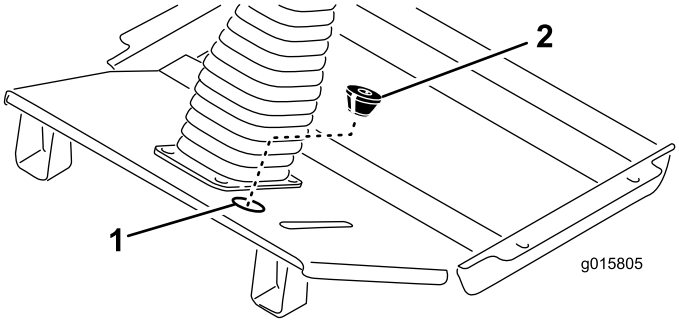

Figur 11
- Før ledningsnettet med de (5) stik op ad ratstammen og sæt dem i de korrekte stik. Sæt ledningsnettet fast på ratstammen med kabelbånd.
- Før resten af ledningsnettet gennem udtrykningshullet i gulvpladen (Figur 11).
- Skær en spalte i den medfølgende krans og skær bundåbningen ud (Figur 11). Med den spidse ende af kransen vendende nedad skal den vikles omkring ledningsnettet og indsættes i udtrykningshullet i gulvpladen.